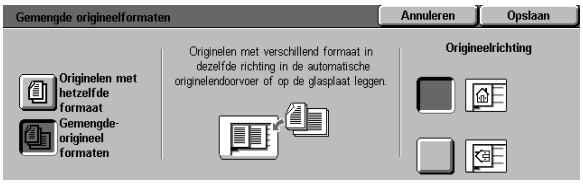

Figuur 35: Scherm Gemengde origineelformaten met de optie Gemengde formaten geselecteerd
- De optie **Gemengde origineelformaten** aanraken indien originelen niet hetzelfde formaat hebben (zie figuur 35).